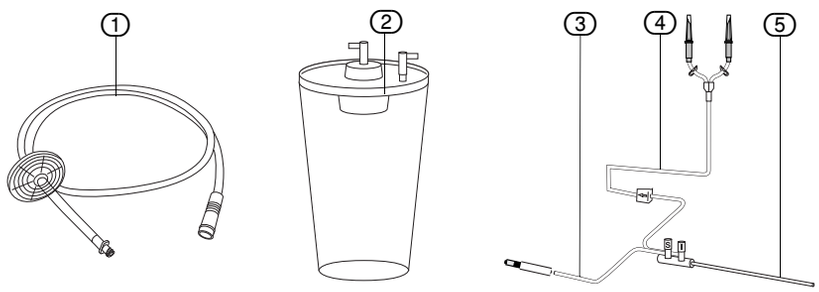
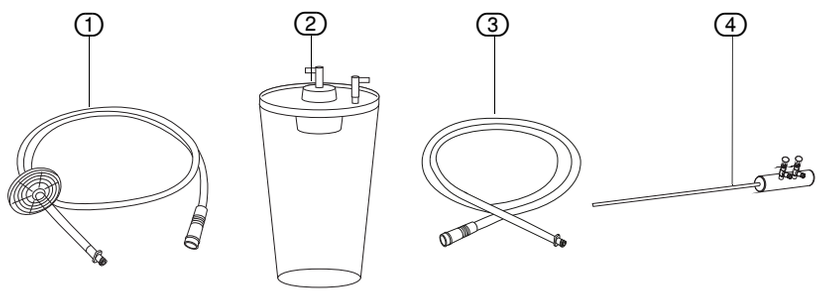

Рис. 5-14 Всасывающая система с вакуумно-ирригационным инструментом
Рис. 5-15 Всасывающая система со стандартным инструментом
1. Отсоедините сливной шланг ④ от инструмента ⑤ (см. Рис. 5-14 "Всасывающая система с вакуумно-ирригационным инструментом" или Рис. 5-15 "Всасывающая система со стандартным инструментом").
2. Отсоедините аспирационный контейнер ③ от сливного шланга ④.
3. Отсоедините вакуумный шланг ① от аспирационного контейнера ③.
4. Отсоедините гигиенический фильтр от вакуумного шланга ①.